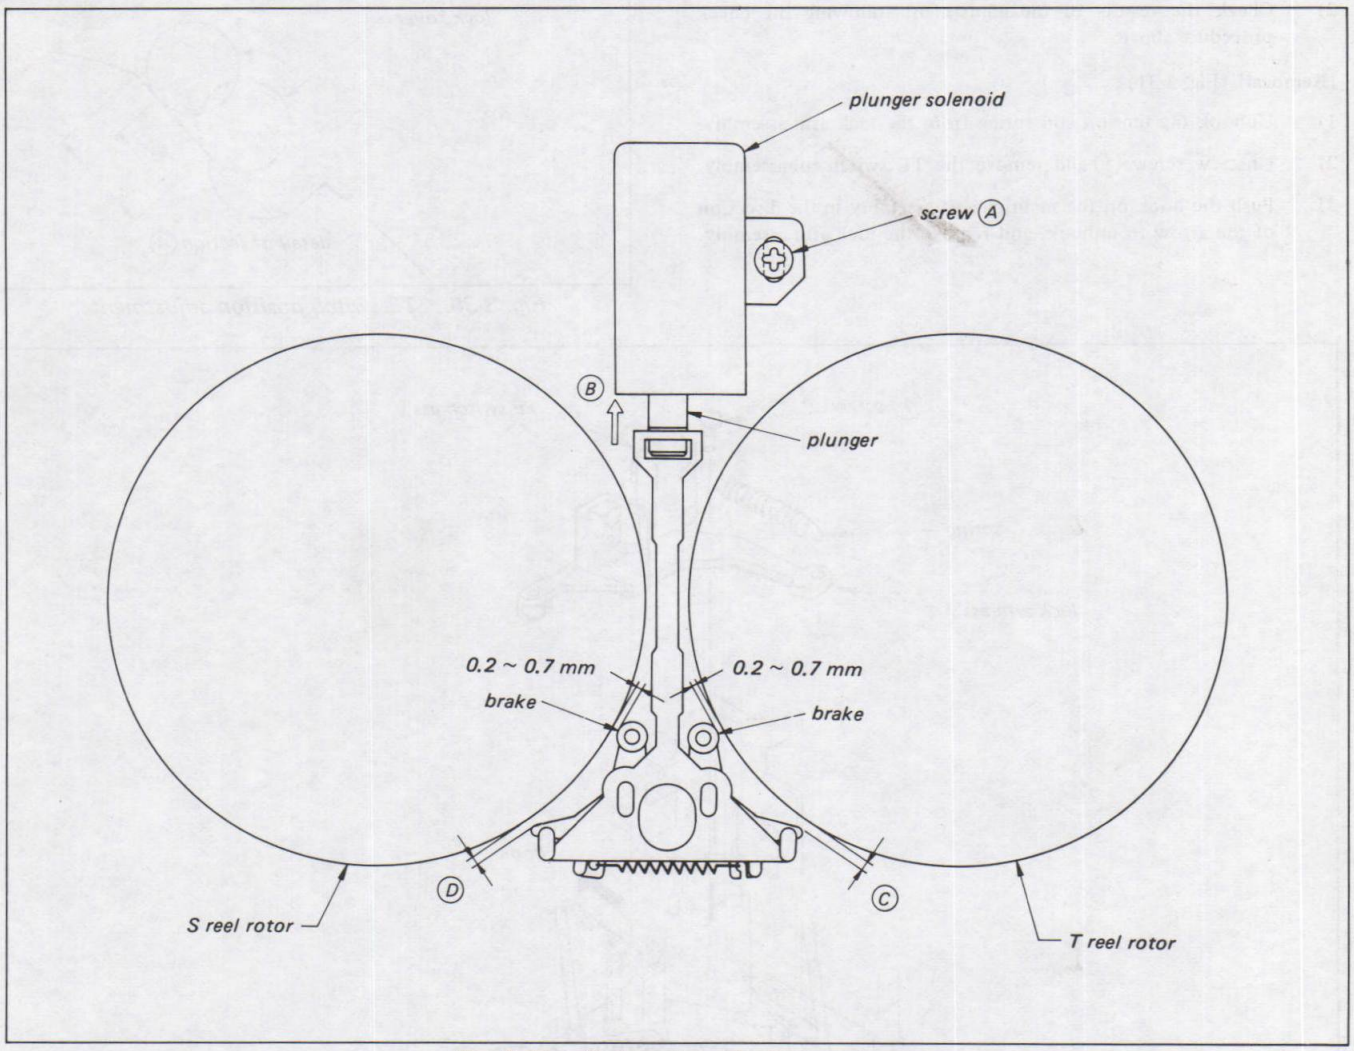

Fig. 3-29. Brake solenoid adjustment
1) Loosen screw (A) on the plunger solenoid. (Fig. 3-29)
2) Push the plunger in the direction of arrow (B) by hand until fully retracted.
3) Adjust the plunger solenoid so as to obtain clearances of 0.2 – 0.7 mm between the two brakes and the S and T reel rotors. Tighten screw (A).